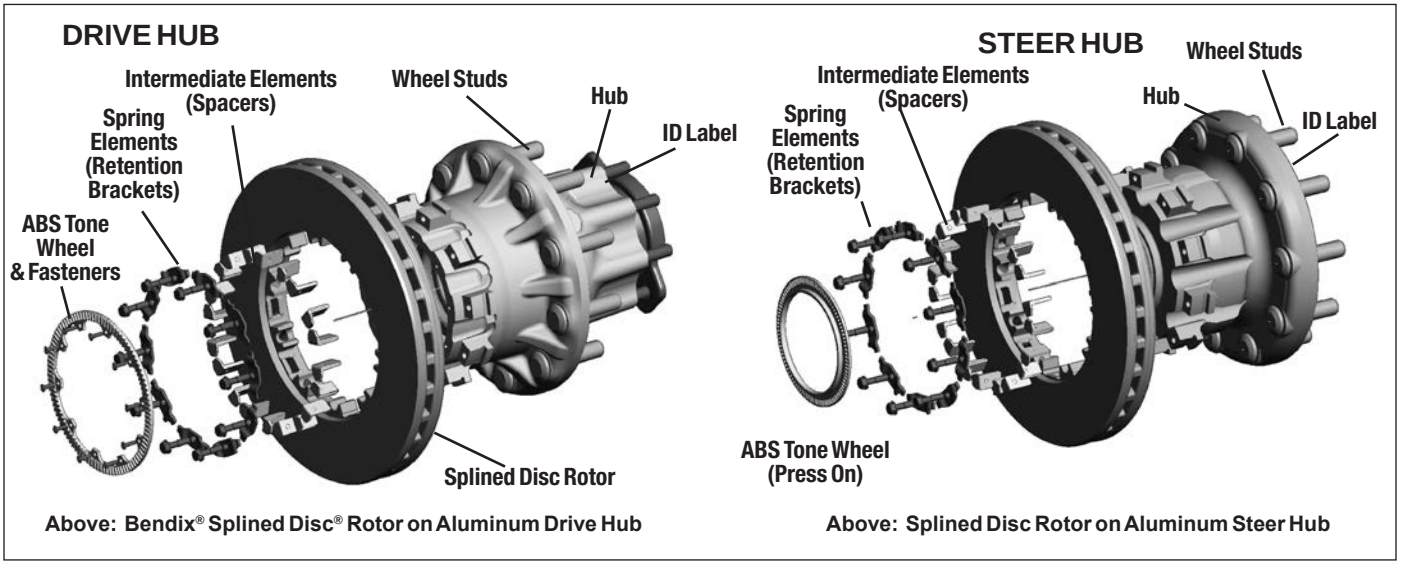

Figure 87 – Splined Disc Rotor Examples - Exploded Views
5.7.7 On drive axles, the ABS tone ring must also be removed. (*See Figure 87.*) Retain for reinstallation.